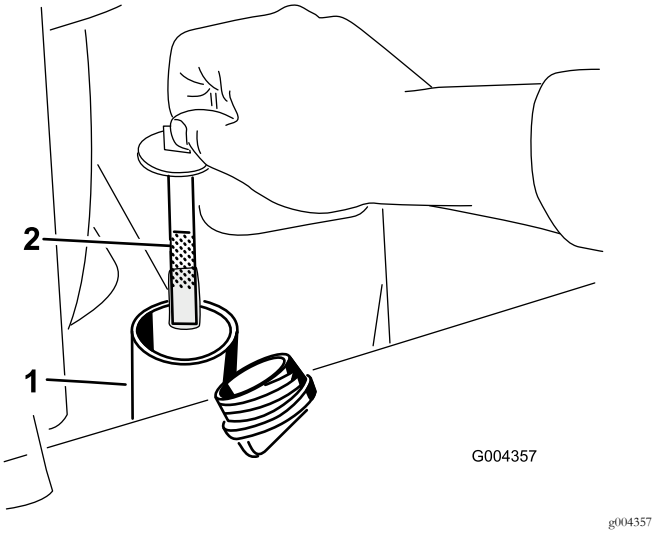

Figur 60
5. Ta bort hydraultanklocket och oljestickan (Figur 60).